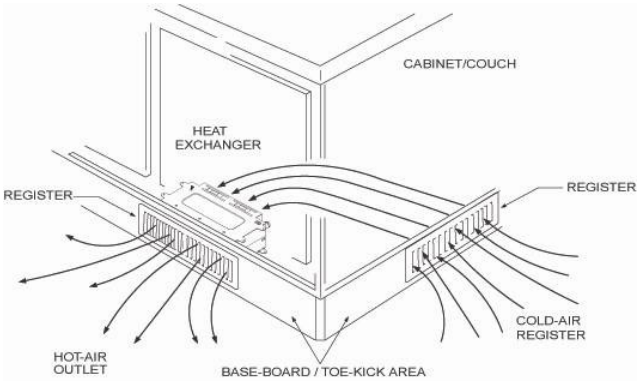
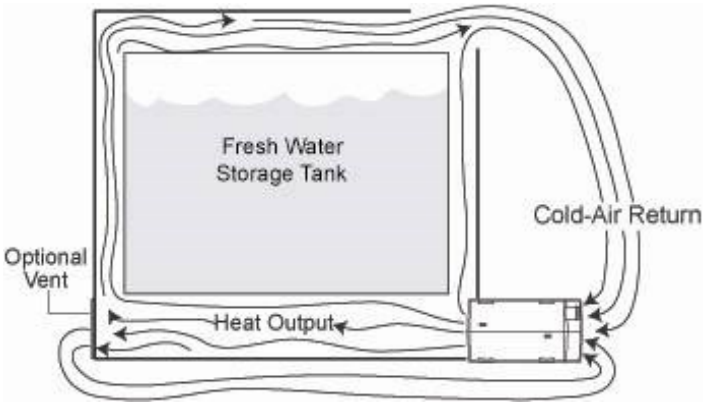
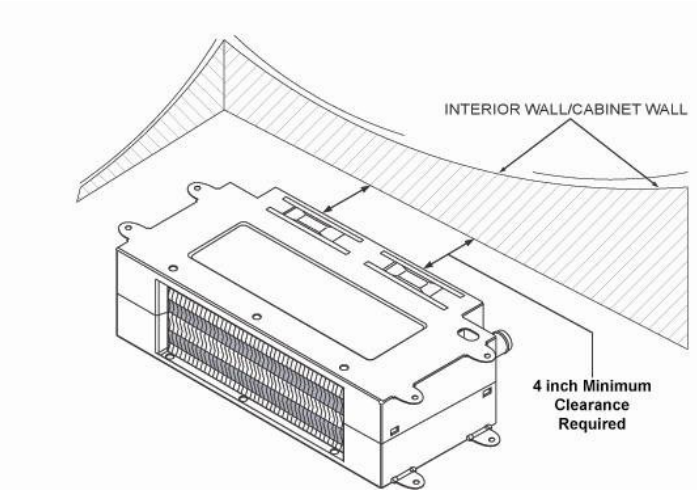

Figure 13
Figure 15
Figure 16
2. Mount each heat exchanger permanently into place. Reference figure 13 and figure 16 (next page.)
3. Install the hot-air outlet and cold-air return registers. Reference figure 13 below.
Place the heat exchangers where they will be accessible for potential maintenance. If used for bay heating, centralize and position a heat exchanger in the fresh water storage tank plumbing bay. To achieve best results, place the heat exchanger as close to the floor of the plumbing bay as possible. Reference figure 11, figure 13, and figure 15 and for mounting location information. Reference figure 16 for clearance information.